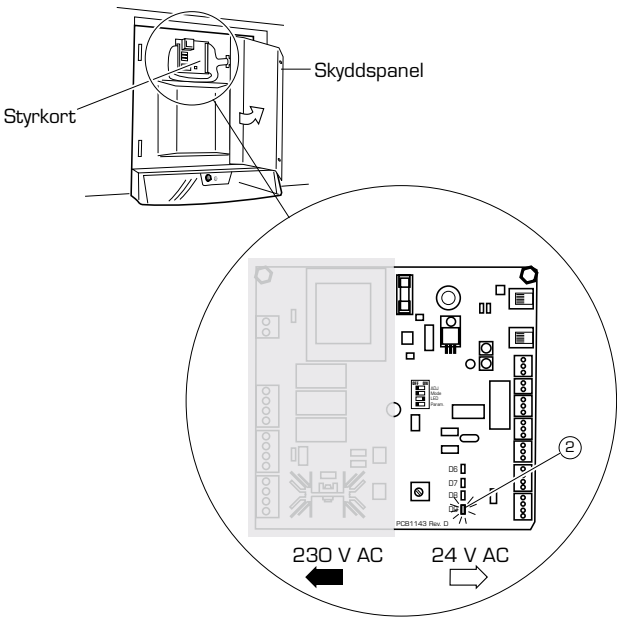

Figur 13. Larmlampa på styrkortet. Figuren visar styrkortet för ett variant höger-aggregat. På ett variant vänster-aggregat är styrkortet vänt upp och ner.
Larmlampa D9 ② lyser och larmlampa D4 ④ lyser, se figur 13 och 19.
Larmlampa D9 ② lyser och larmlampa D4 ④ är släckt, se figur 13 och 19.